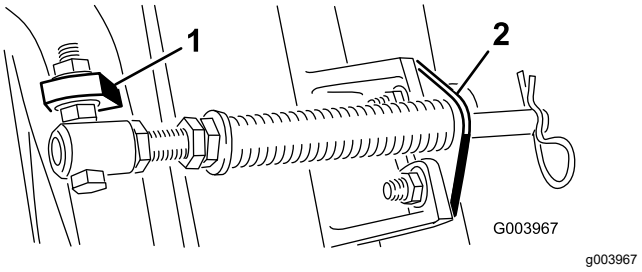
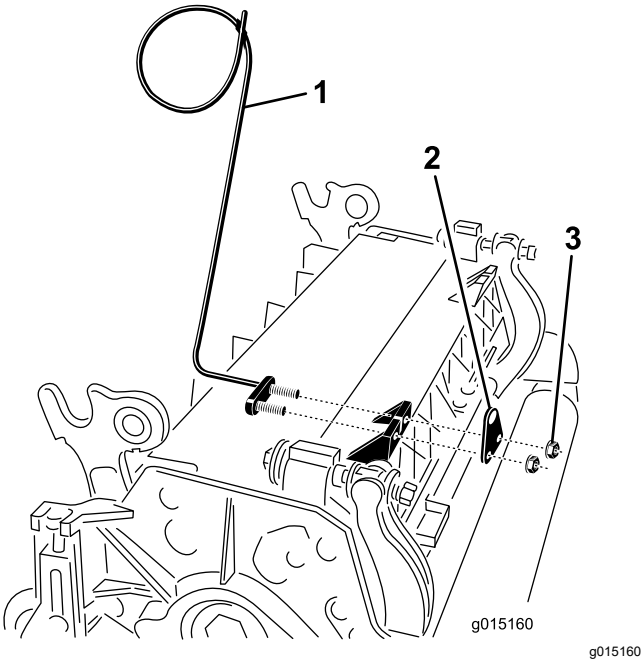

Figuur 11
Figuur 13
Opmerking: Plaats de kop van de bout aan de buitenkant van de lip, zoals wordt getoond in Figuur 11.
E. Monteer de stangbeugel aan de lippen op het maaidek met de slotbouten en de moeren (Figuur 11). Op maaidek nummer moet u de linkerslanggeleider aan de voorzijde van de lippen op het maaidek bevestigen bij het terugplaatsen van de stangbeugel (Figuur 13).